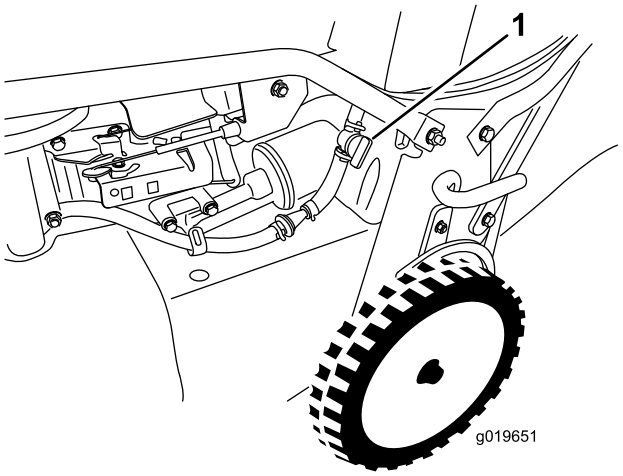

Figura 15
2. Aprite la valvola d'intercettazione del carburante (Figura 15).